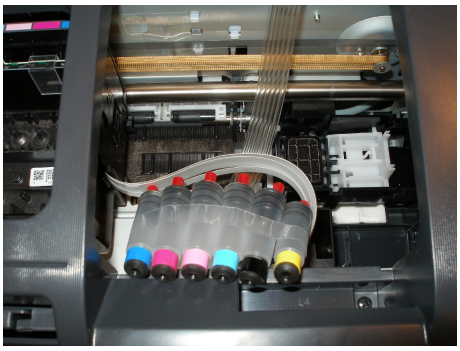
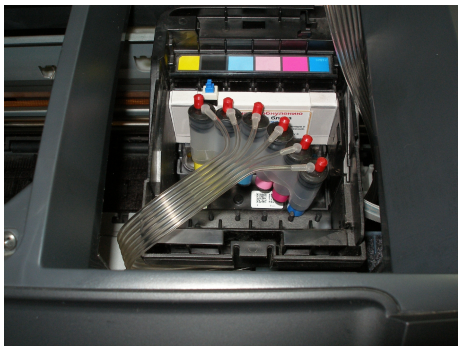
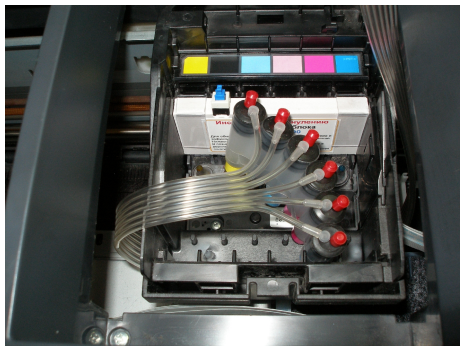

**рис. 7**
**рис.8**
**рис.9**
**Сделав петлю вокруг электрического шлейфа(рис.7), заведите чернильный шлейф под печатающую головку (рис.8, рис.9).**